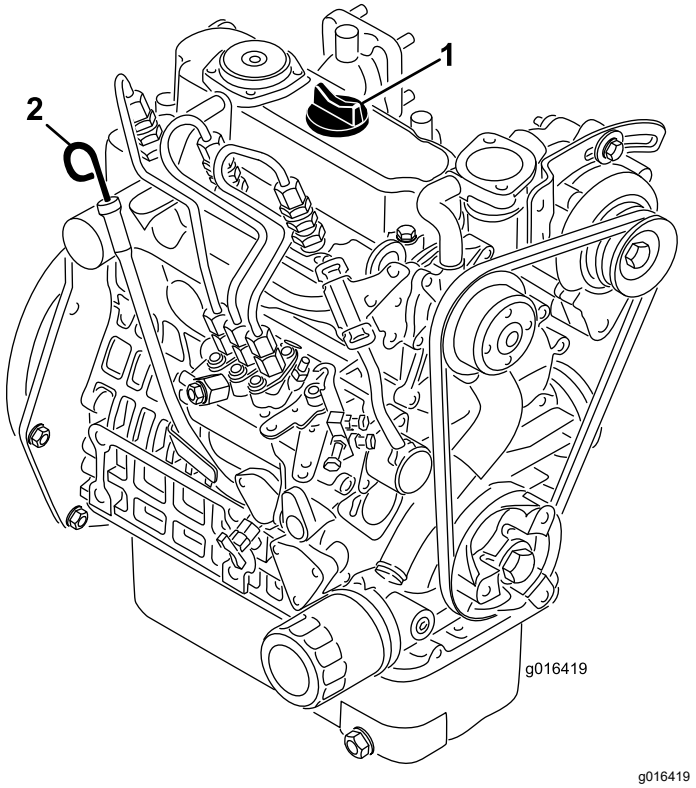

Figuur 32
2. Verwijder de peilstok en veeg deze af met een schone doek (Figuur 32).